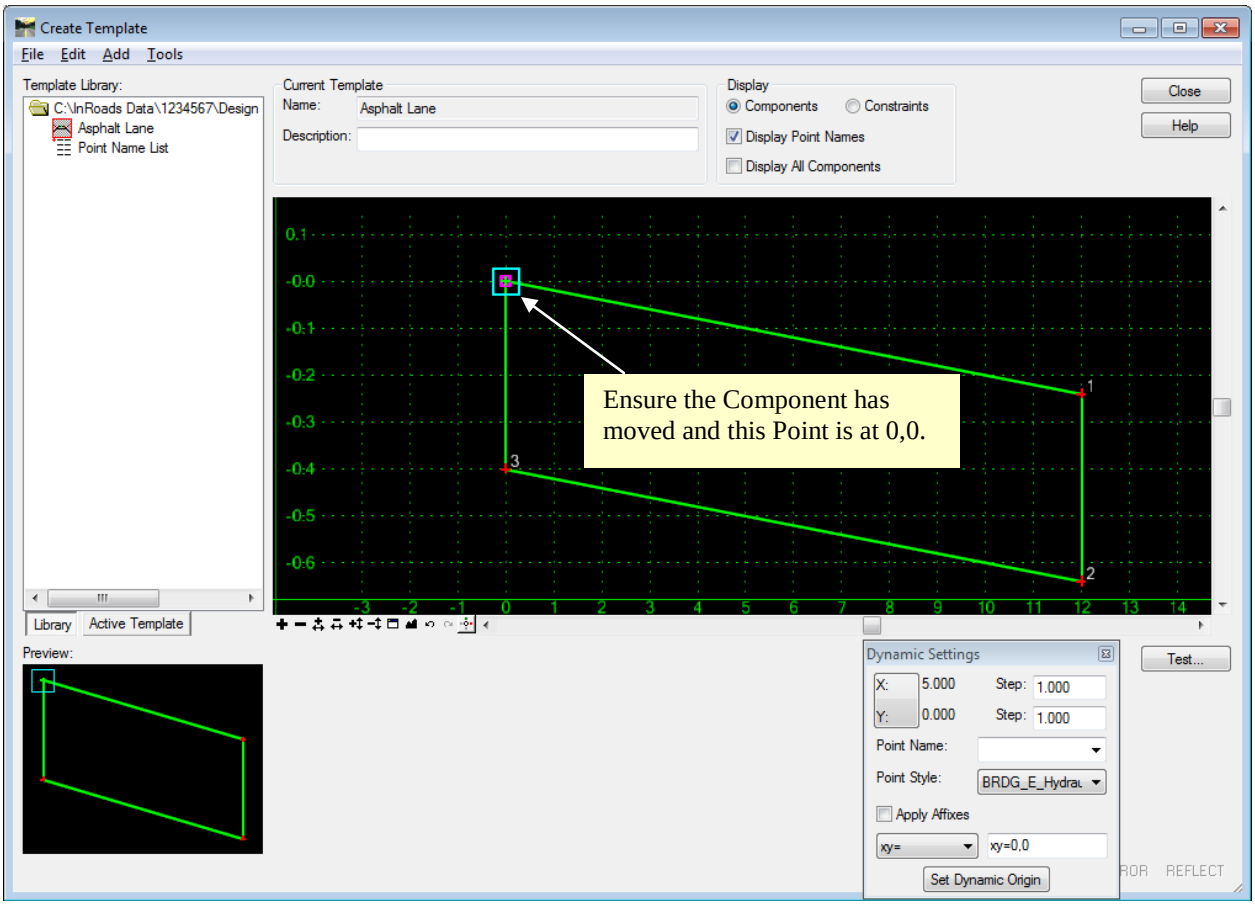

Figure L7-5 Create Template Window
- Ensure the component has moved as shown in *Figure L7-5*.